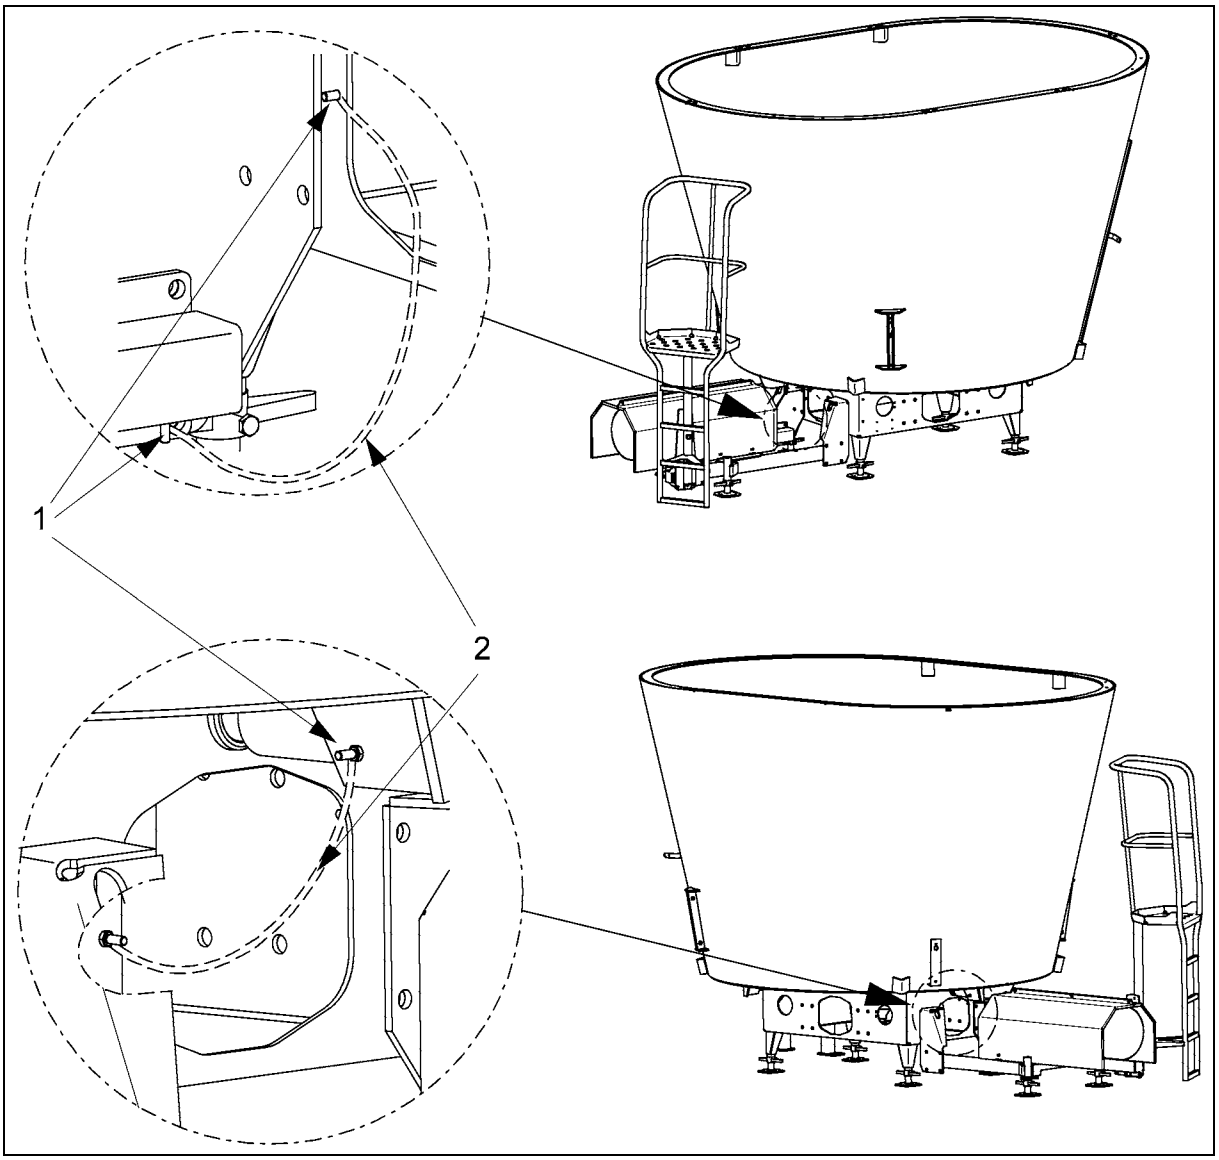
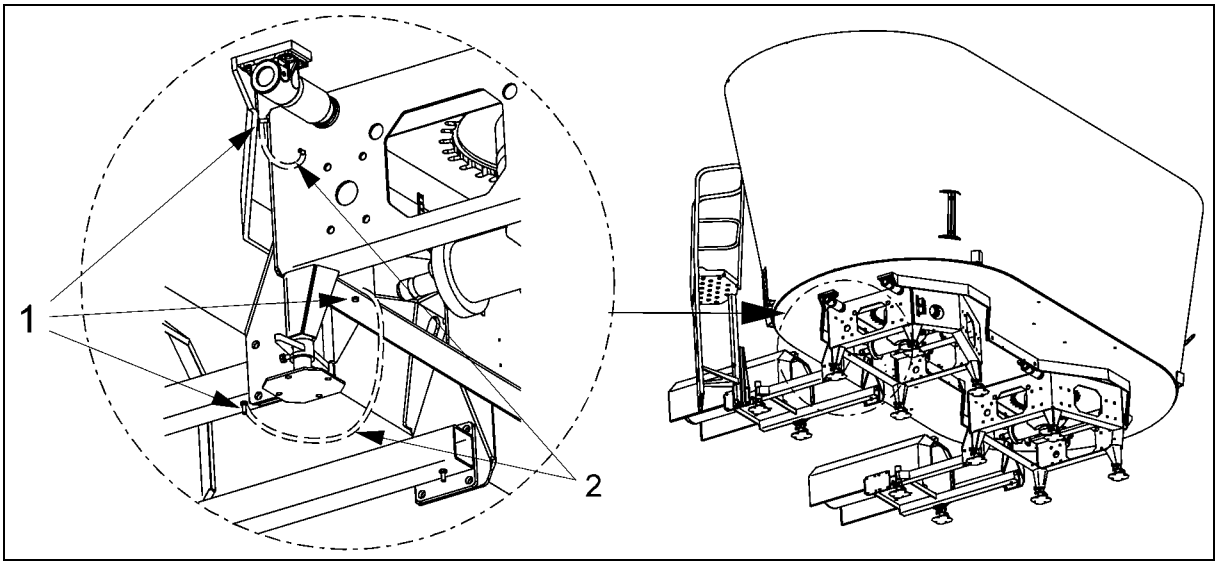

Fig 30 Bio-Mix, Bio Mix Combi
Fig 31 Bio-Mix Double
1.1 Skruva fast förbindelseledningen (1) mot maskinen med en M8-skruv (2) Se Fig 30 för Bio-Mix och Bio-Mix Combi och Fig 31 för Bio-Mix Double.